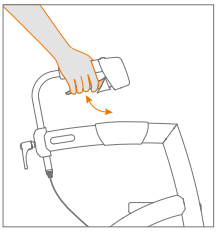

Figure 22: Desserrage du frein de stationnement.
d. Vous voulez retirer le déambulateur de la position de stationnement ? Serrez à nouveau les freins à main et relâchez-les (Figure 22). La position de stationnement est maintenant annulée.